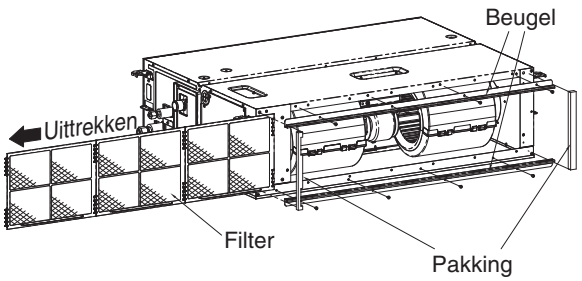

Afb. 3-15
(1) Trek eerst het filter uit in de richting van de elektrische componentenkast van de unit. (Afb. 3-15)
(2) Verwijder vervolgens de afdichtende pakking, de beugel en het filter bevestigd aan de zijkant van de luchtinlaat. (Afb. 3-15)
(3) Installeer het kanaal (ter plaatse aan te schaffen). Raadpleeg de afbeelding voor de afmetingen van het installatiegat.